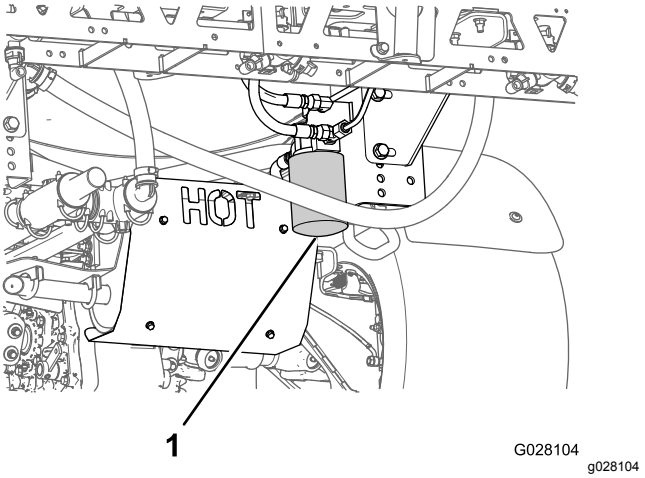

Figuur 55
4. Verwijder het filter (Figuur 55).